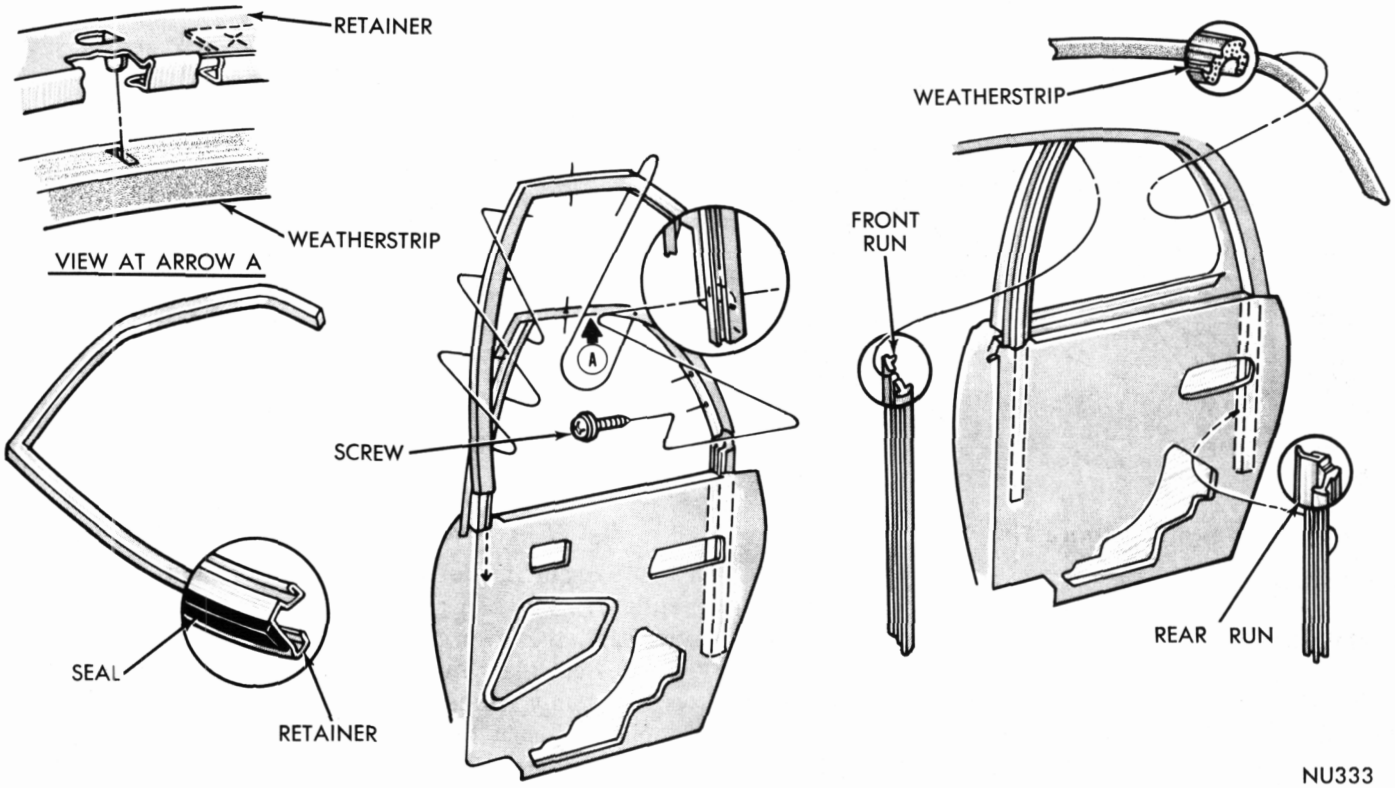

Fig. 72—Weatherstrip Retainer and Runs
(1) Remove glass assembly.
(2) Remove run from front top and rear retainers (Fig. 72).
(3) Remove weatherstrips and screws securing weatherstrip retainers to roof rail and lock pillar.
(4) Remove weatherstrip retainers from quarter panel.
(2) Insert retainer front leg in panel opening and align attaching holes with holes in body panel (Fig. 72).
(3) Secure retainer to roof rail with screw, beginning with hole at radius.
(4) Secure retainer to lock pillar with screw.
(5) Position upper weatherstrip to retainer and index to front corner and tab of retainer.
(6) Press weatherstrip into retainer and bend tab over.
(7) Position glass front run to retainer, loading bottom leg between panels at belt line.
(8) Index upper front corner, making a water tight joint and to tab at bottom of retainer.
(9) Press into retainer full length to secure.
(10) Through large access hole, position rear run to retainer, indexing to lower end of roof rail weatherstrip to create a seal.
(11) Press securely into retainer for full length.
(12) Install quarter window assembly.